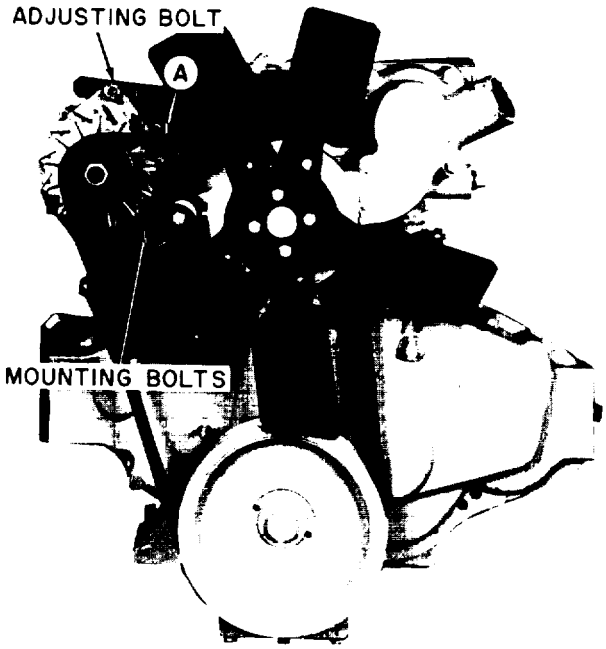

Figure 4-29. Alternator Belt Adjustment
b. Loosen the adjusting bolt and the two mounting bolts shown in figure 4-29.